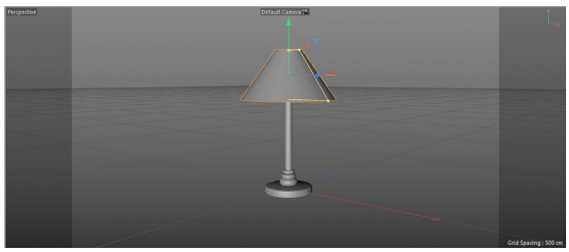

Figure 3-7(a) *The shade moved on the top of body*
4. In the Attribute Manager, choose the **Coordinates** button. Next, enter **238** in the **P . Y** spinner; *shade* is moved on the top of *body,* refer to Figure 3-7(a).